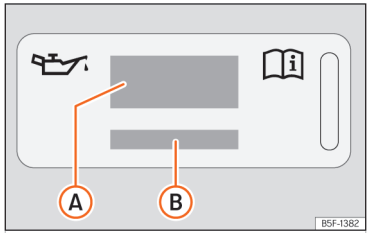
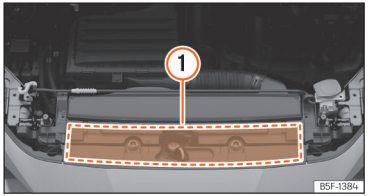

Abb. 183 Im Motorraum: Aufkleber mit Motoröl-Spezifikationen
Abb. 184 Im Motorraum: Position des Aufklebers mit Motoröl-Spezifikationen
Legende zur ››› (Abb. 183):
Wenn Motoröl nachgefüllt werden muss, verwenden Sie eines der auf dem Aufkleber angegebenen Motoröle ››› (Abb. 183). Der Aufkleber mit der vorgeschriebenen Motoröl-Norm befindet sich im vorderen Bereich des Motorraums ››› (Abb. 184) (1). Bei Verwendung des empfohlenen Motoröls kann das Motoröl so oft wie erforderlich nachgefüllt werden.
- **Wenn der Aufkleber mit den Motoröl-Spezifikationen ››› (Abb. 183) fehlt, wenden Sie sich an einen Fachbetrieb.**